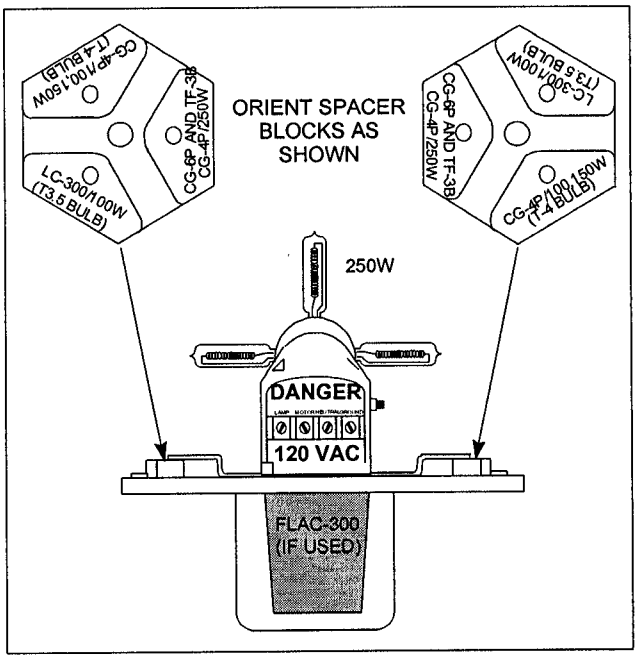

Figure 4-5
j. Attach the lantern mounting bracket to the base of the CG-4P with the screws supplied so that the lampchanger fits into the "well" (marked CG-4P) on the bracket, as shown in figure 4-5. If the FLAC-300 is used, attach it to the center hole in the bracket with an 8-32x5/16" screw.
combination, as shown in Figure 4-5. Loosen the mounting screw and rotate the block until the selected surface aligns with the threaded hole in the back wall. Gently tighten the mounting screw.